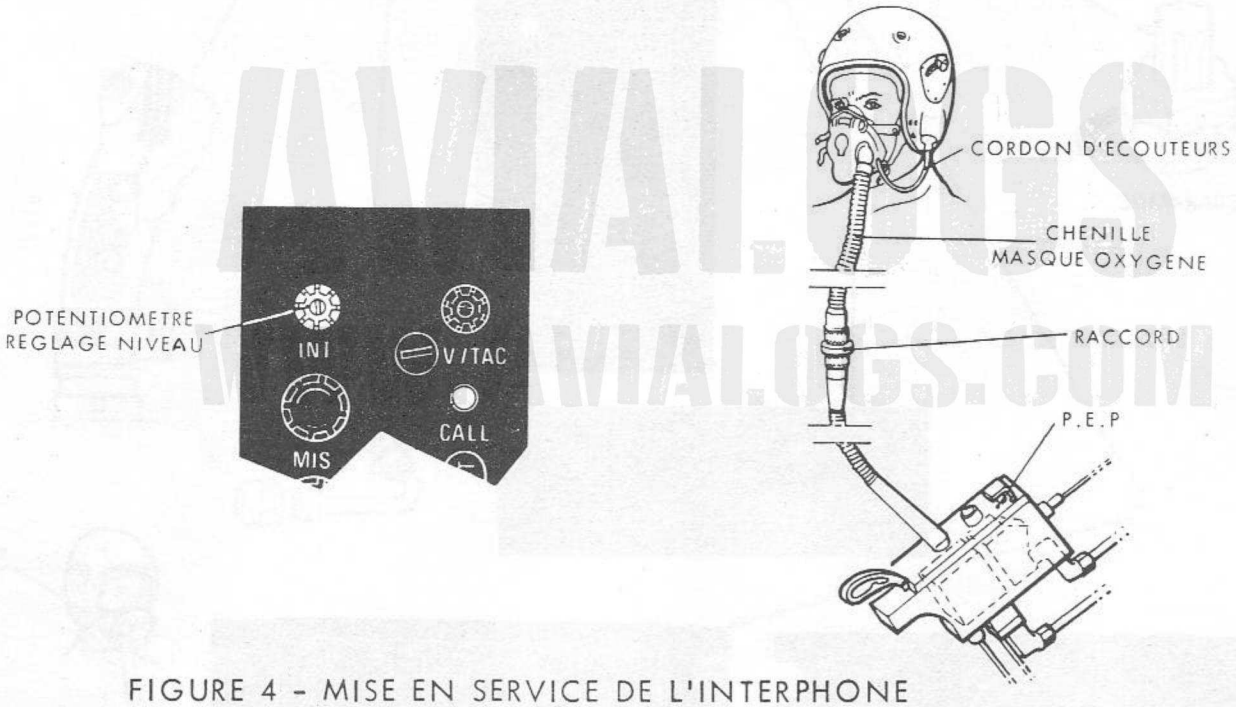

FIGURE 4 - MISE EN SERVICE DE L'INTERPHONE
10.1.3.1 - A partir du poste (Fig. 4)